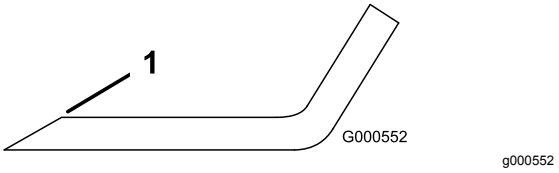

Figur 90
1. Slipa eggarna i båda ändarna av kniven med en fil (Figur 90).